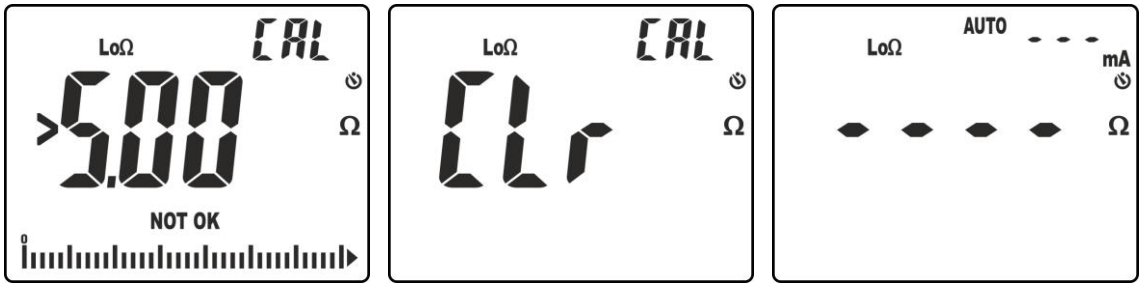

Fig. 34: Resultado dos azeramento não efetuados corretamente
6. As mensagens "**>5.00Ω**" e "NOT OK" são apresentadas inicialmente no display (ver Fig. 34 – parte esquerda). De seguida, a mensagem "**CLr**" é apresentada para significar o cancelamento da calibração (ver Fig. 34 – parte central) e a mensagem "ZERO" não é apresentada no ecrã de medição (ver Fig. 34 – parte direita)